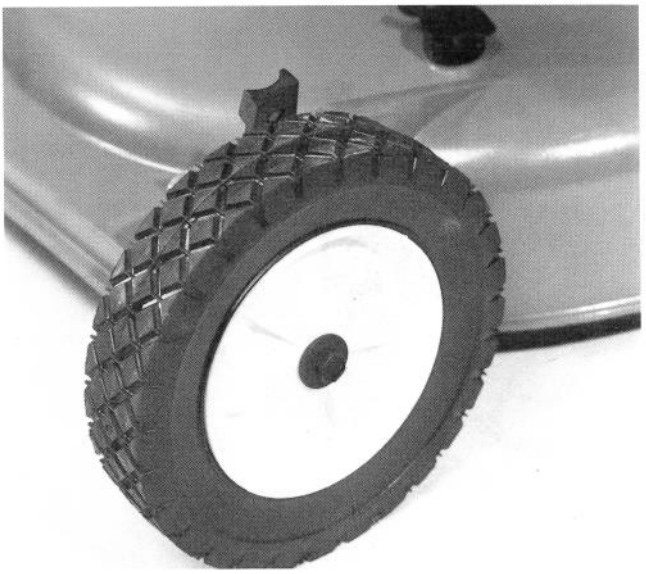

Figure 25
1. After every 25 hours of operation or at the end of the mowing season, apply 2 or 3 drops of light oil on the inside of all the wheel bolts (Fig. 25). Spin the wheel to distribute oil into the wheel bushings. Wipe up any excess oil.